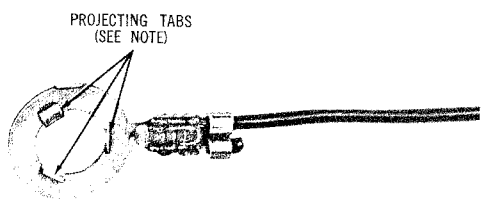

Fig. 3 — Wire Lead Lug
3.02 The conductors are 24-gauge PVC insulated wire equipped with a crimped terminal lug at one end (Fig. 3).